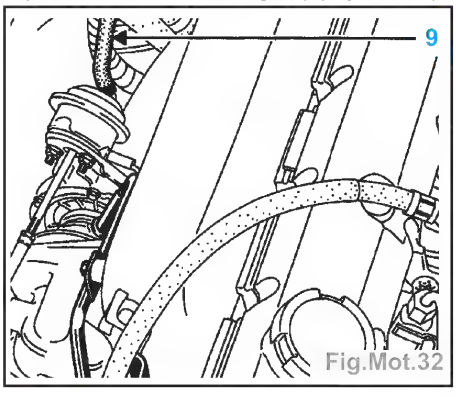

Fig.Mot.32
- la vis (7) du raccord d'arrivée d'huile au turbo,
- Débrancher le tuyau caoutchouc (9) (connecté sur la **Wastegate**) (Fig.Mot.32).